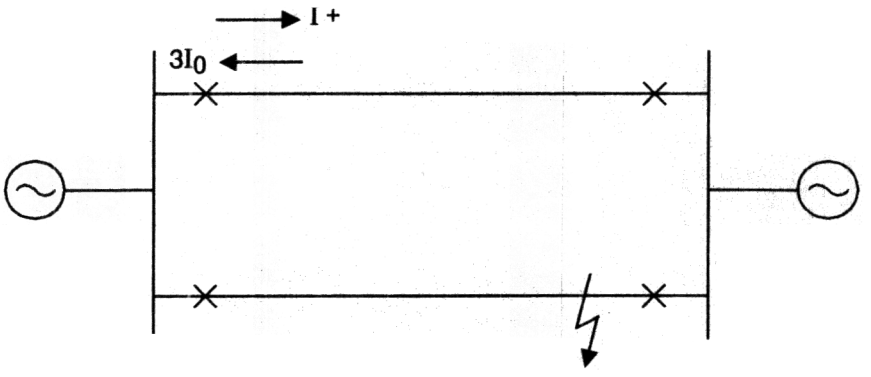

Fig. 7 Different direction of zero- and positive-sequence current
2. The healthy line can be tripped for a fault on the parallel line when short, parallel lines are connected to common buses, with positive and zero-sequence current having different directions, as shown in Fig 7